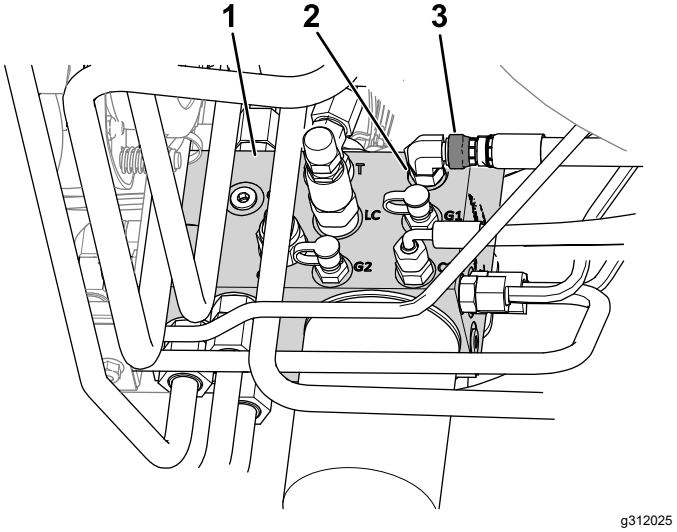

Рисунок 9
B. Ослабьте затяжку гайки поворотного шлангового соединения, подключенного к отверстию C1 гидравлического коллектора (Рисунок 9).
E. Затяните гайку поворотного шлангового соединения, подключенного к отверстию C1 (Рисунок 9), с моментом 41 Н·м.